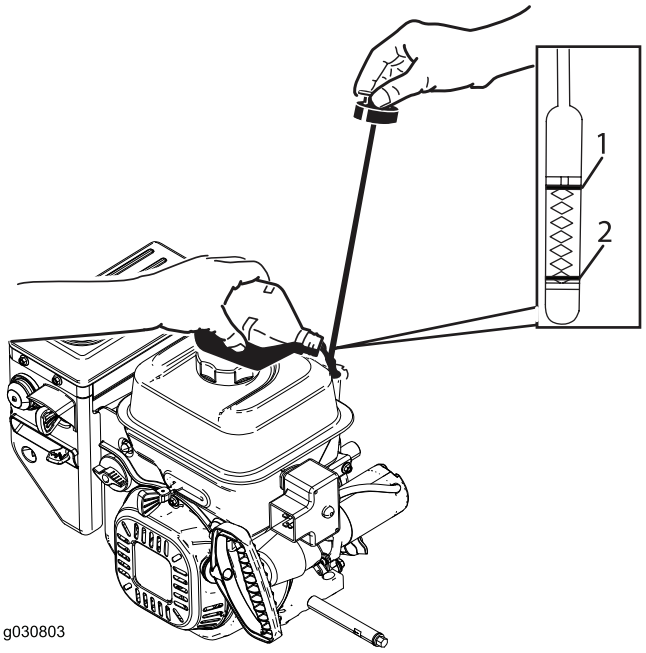

Rysunek 42
2. Następnie wyjmij wskaźnik i sprawdź poziom oleju (Rysunek 42). Jeśli poziom oleju nie przekracza oznaczenia Add na wskaźniku, uzupełnij olej. Patrz 6 Uzupełnianie oleju w silniku (Strona 10).